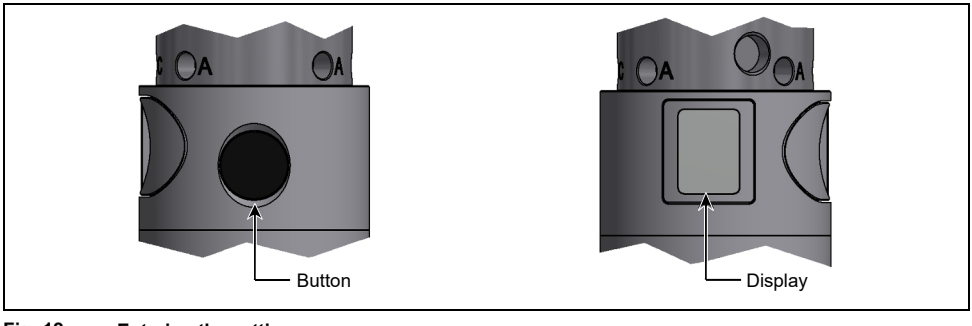

Fig. 12 Entering the settings
The menu is operated via only one button on the back of the touch probe (see also Fig. 12).
1. Press the button (Fig. 12) on the back of the touch probe for approx. 2 s to open the menu. Then immediately press the button twice to confirm.
- ► The display (Fig. 12) shows brief operating information for the touch probe menu and then opens the main menu.